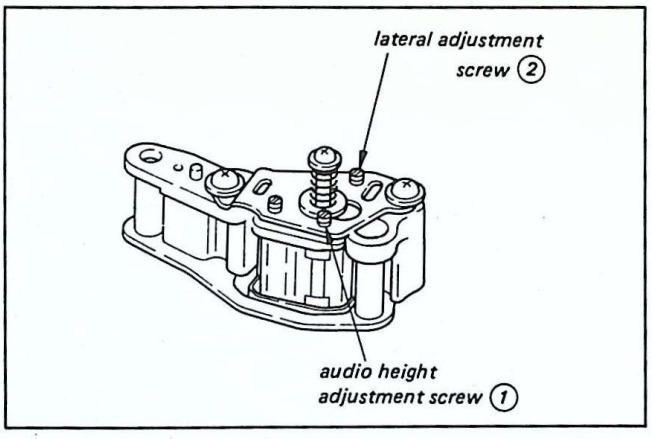

Fig. 4-15.
2) Turn the audio head height adjustment screw ① and the lateral adjustment screw ② (Fig. 4-15) until the audio output waveform amplitude is maximum.